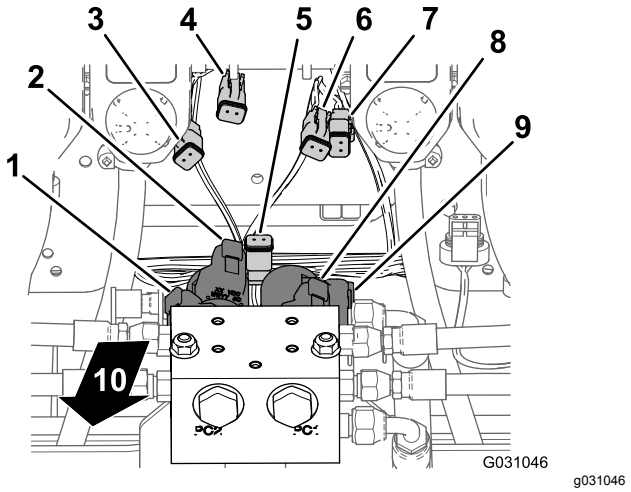
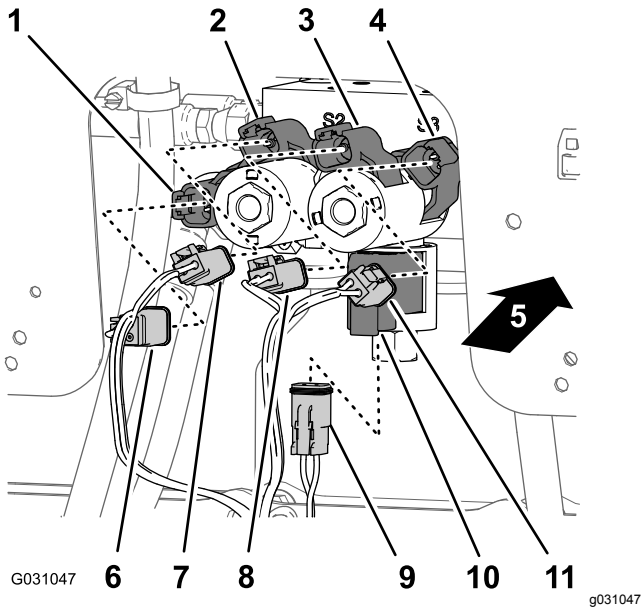

Figur 111
Figur 112
1. I bunden af løftecylindermanifolden tilsluttes konnektoren med 2 sokler på det bageste ledningsnet mærket **Enable Solenoid** (aktiver solonoide) til konnektoren med 2 ben til den aktiverede solenoide (Figur 111 og Figur 112).
2. Ved nedre højre solenoide sluttes bageste ledningsnets konnektor med 2 sokler mærket **Right Down (højre ned)** til konnektoren med 2 ben til den højre, nedre solenoide (Figur 111 og Figur 112).
3. Ved øvre højre solenoide sluttes bageste ledningsnets konnektor med 2 sokler mærket **Right Up (højre op)** til konnektoren med 2 ben til den højre, øvre solenoide (Figur 111 og Figur 112).
4. Ved nedre venstre solenoide sluttes bageste ledningsnets konnektor med 2 sokler mærket **Left Down (venstre ned)** til konnektoren med 2 ben til den venstre, nedre solenoide (Figur 111 og Figur 112).